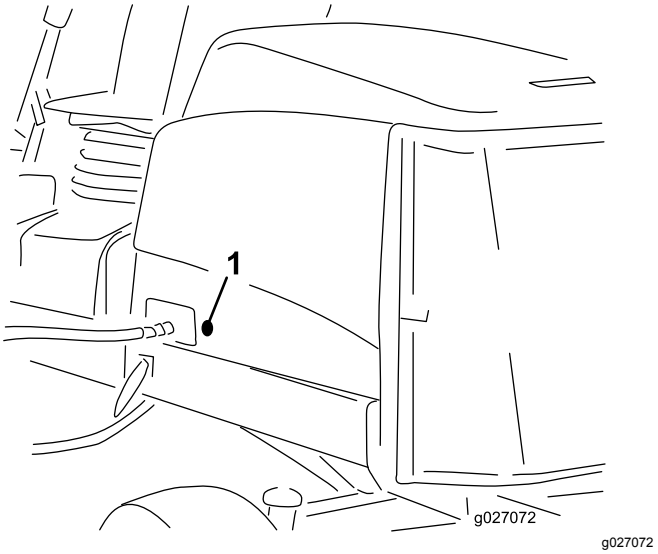

Figur 19
2. Fjern gummitetningen fra hullet på venstre side av pansenet (Figur 19).